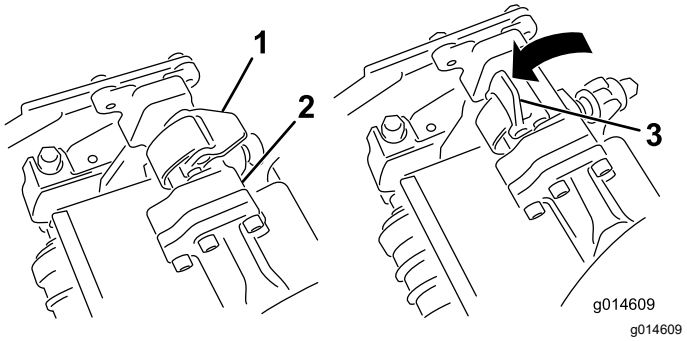
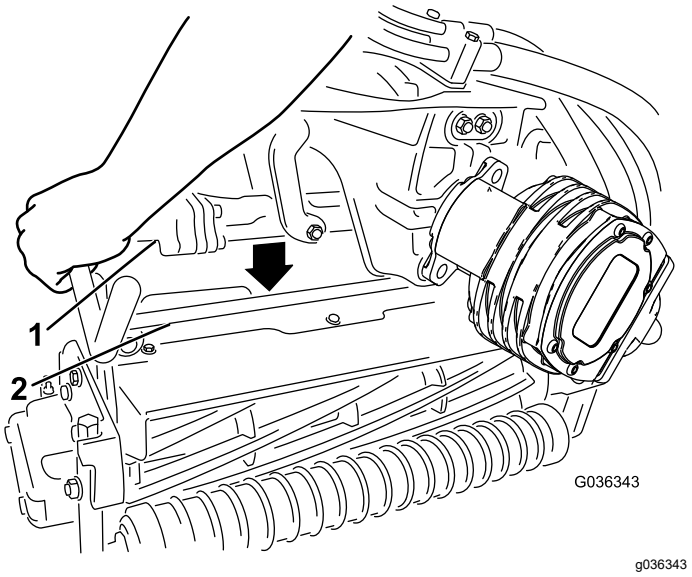

Figura 54
Figura 55
4. Con los enganches del brazo de suspensión orientados hacia arriba (es decir, abiertos (Figura 54), empuje hacia abajo el brazo de suspensión de modo que la barra encaje en la barra situada en la parte superior de la unidad de corte (Figura 55).
5. Presione los enganches hacia abajo alrededor de la barra de la unidad de corte y bloquéelas (Figura 54).
5. Abra los enganches de la barra del brazo de suspensión de la unidad de corte que está retirando (Figura 54).